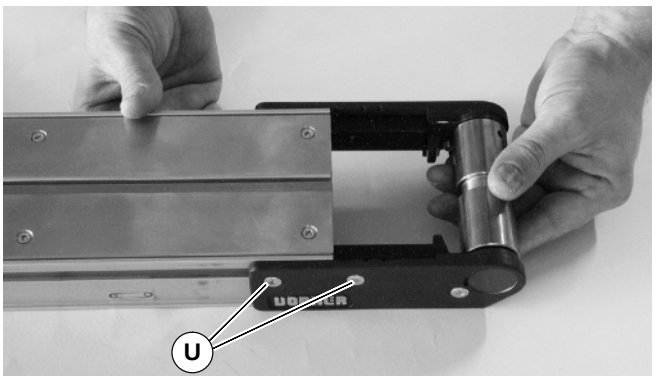

Abbildung 43
1. Zu beiden Seiten des Förderbandes die zwei (2) Befestigungsschrauben lösen (Usiehe Abbildung 43). Dann die Umlenkrollenbaugruppe vom Förderbandrahmen abziehen.